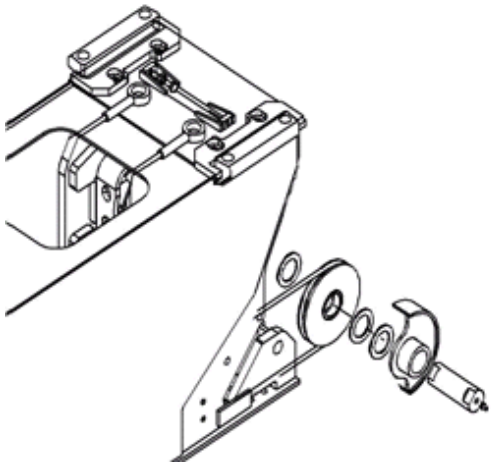
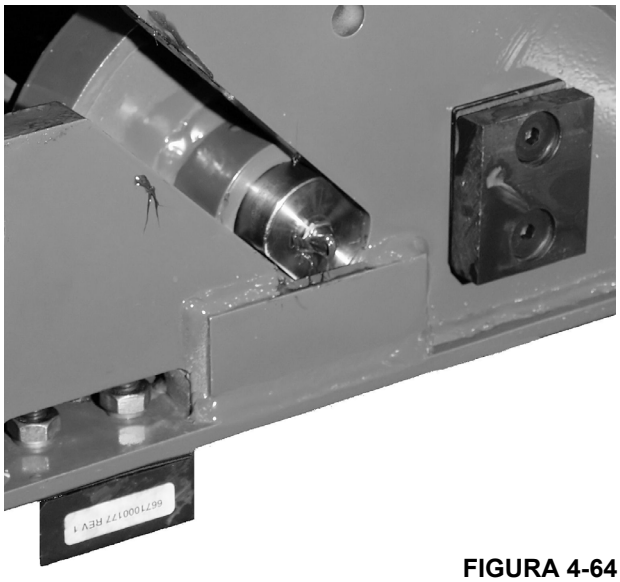

FIGURA 4-63
FIGURA 4-64
7. Arme el conjunto de poleas de retracción de la sección de extremo según se muestra en la Figura 4-63 y la Figura 4-64. Observe que el pasador tiene una arandela de empuje en el interior de la pluma y dos arandelas de empuje en el exterior de la pluma.